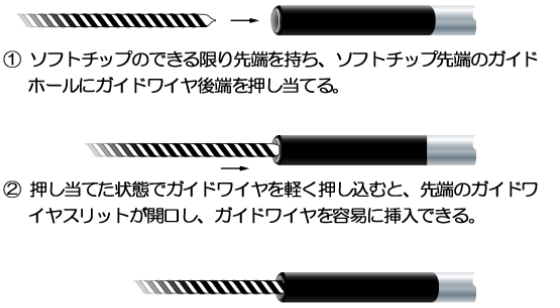

図 1 ガイドワイヤの挿入方法
8) カテーテル先端をガイドワイヤ後端に被せる。カテーテルのソフトチップのできる限り先端を指で摘み、ソフトチップ先端にあるガイドホールにガイドワイヤ後端を押し込むと、ガイドワイヤスリットが開口してガイドワイヤを容易に挿入できる（図 1）。